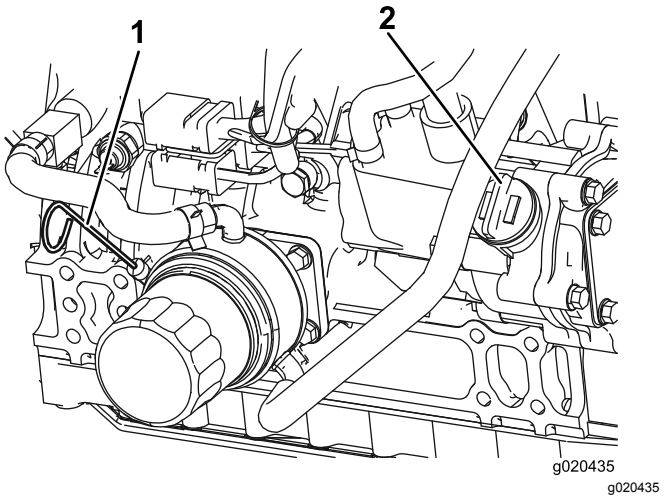

**Figur 53**
**Bemærk:** Oliestanden bør være inden for det sikre område (Figur 53).
4. Hvis olien er under det sikre område, skal du fjerne påfyldningsdækslet (Figur 53) og fylde olie på, indtil niveauet når mærket ”Full”. **Fyld ikke for meget på**.